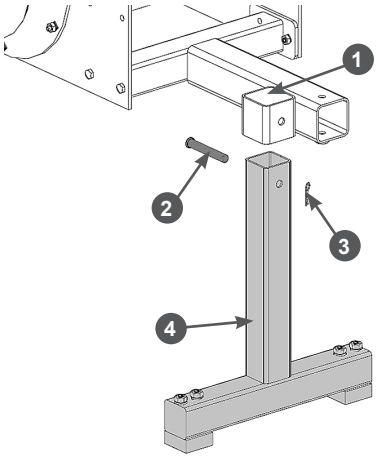

Рис. 8 Установка передней опоры
6. Установите переднюю опору. Вставьте опору 4 в кронштейн 1 на стойке, совместите отверстия в кронштейне 1 и стойке 4 и вставьте в отверстие палец 2. Зафиксируйте палец шплинтом 3 (Рис. 8).